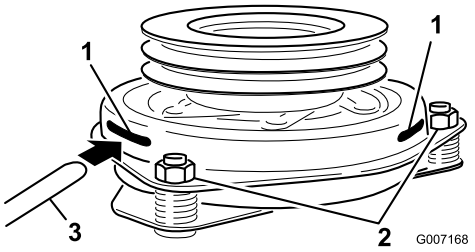

**Figur 61**
9. Før en søger på 0,381-0,533 mm gennem en inspektionsåbning i enhedens side. Sørg for, at den er placeret mellem armaturet og rotorens friktionsoverflader (Figur 61).
10. Tilspænd låsemøtrikkerne, indtil søgeren binder let, men den kan let flyttes inden for luftgabet (Figur 61).